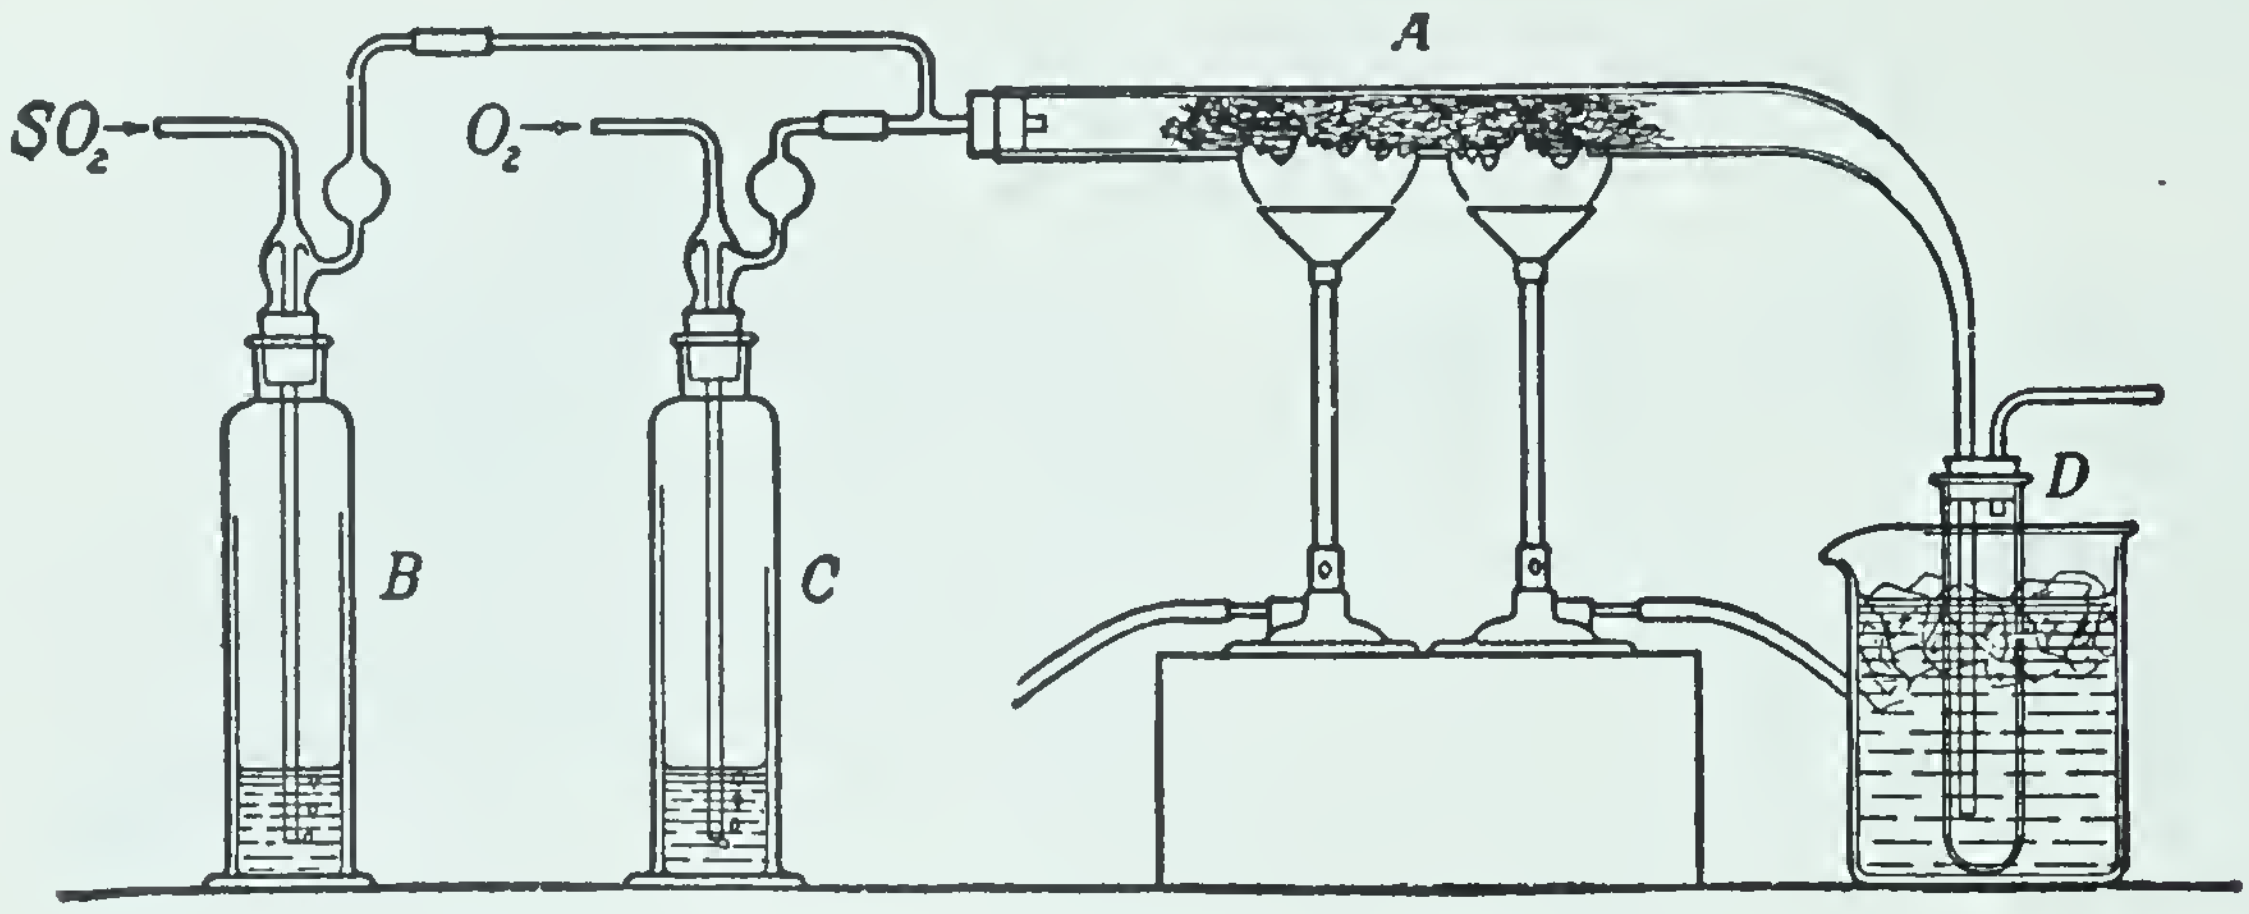

FIG. 254. The preparation of sulfur trioxide
How sulfur trioxide is made. When sulfur dioxide and oxygen are heated together at a rather high temperature, a small amount of sulfur trioxide is formed, but the reaction is slow and incomplete. If, however, a suitable catalytic agent, such as finely divided platinum, is present (Fig. 254), the reaction is rapid and nearly complete:
1. ***The contact process.*** In this process sulfur trioxide is first made from sulfur dioxide and oxygen by the use of a catalyst, as explained in Fig. 254. The sulfur dioxide is obtained by burning sulfur. The catalyst used is either platinum or compounds of the element vanadium. The resulting sulfur trioxide is brought into contact with water, with which it unites to form sulfuric acid: